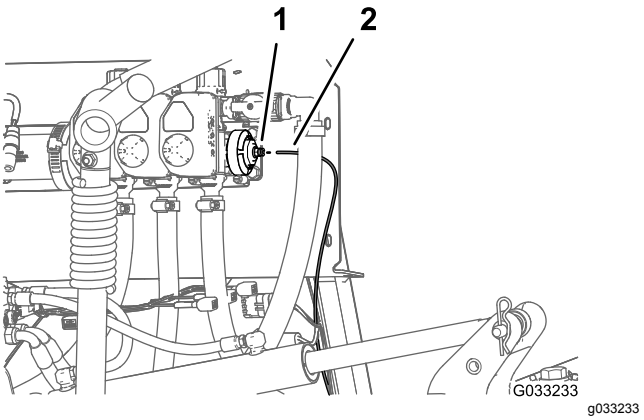

**Figur 25**
1. Tryk kraven til rørkoblingen ind i endedækslet på højre bomsektionsventil (Figur 25).
2. Træk tryksensorrøret til instrumentpanelets måler ud af rørkoblingen (Figur 25).